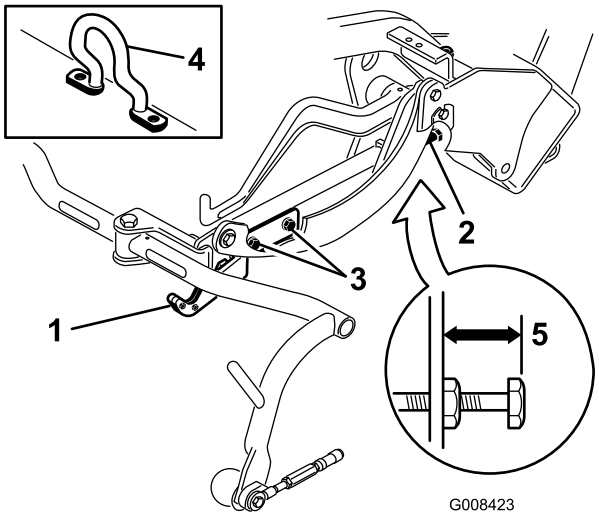
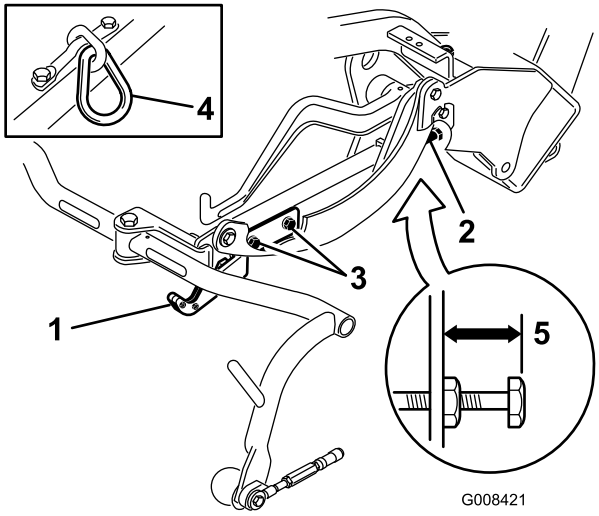
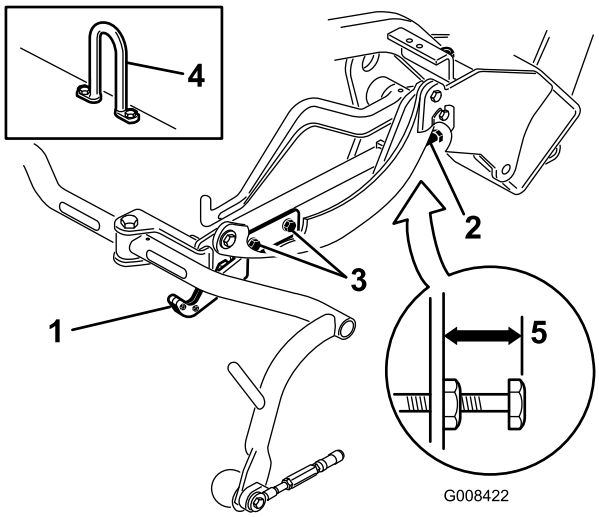

**Figur 12**
**Figur 13**
**Figur 14**
Kontroller, og juster om nødvendigt transporthøjden (Figur 13 og Figur 14).
2. På klippeenheder med en forskudt løftekrog (Figur 12, indsat) skal det kontrolleres, at afstanden fra toppen af bærerrammens justeringsskrue til bagsiden af bærerrammen er 25 mm. Fortsæt til trin 4, hvis afstanden ikke er 25 mm.
3. På klippeenheder med et kædeled eller en lige løftekrog (Figur 13 og Figur 14, indsat) skal det kontrolleres, at afstanden fra toppen af bærerrammens justeringsskrue til bagsiden af bærerrammen er 22 mm. Fortsæt til trin 4, hvis afstanden ikke er 22 mm. Hvis klippeenheden er udstyret med et forskudt løfteled (Figur 12), skal du gå videre til næste trin.
4. Løsn transportpladens monteringsskruer (Figur 13, Figur 14 og Figur 12).
7. Hvis bærerrammerne ikke har den samme højde, skal du løsne kontramøtrikken på bærerrammen, der justerer skruen (Figur 12, Figur 13 og Figur 14). Drej skruen udad for at hæve og indad for at sænke dem. Spænd kontramøtrikken, når den rette højde er opnået.